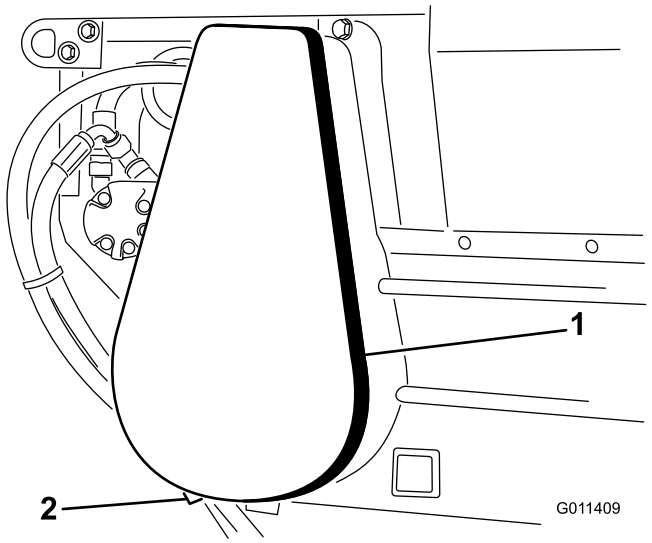

Figur 24
1. Fjern kjededekselenheten og avstandsstykket (Figur 24).